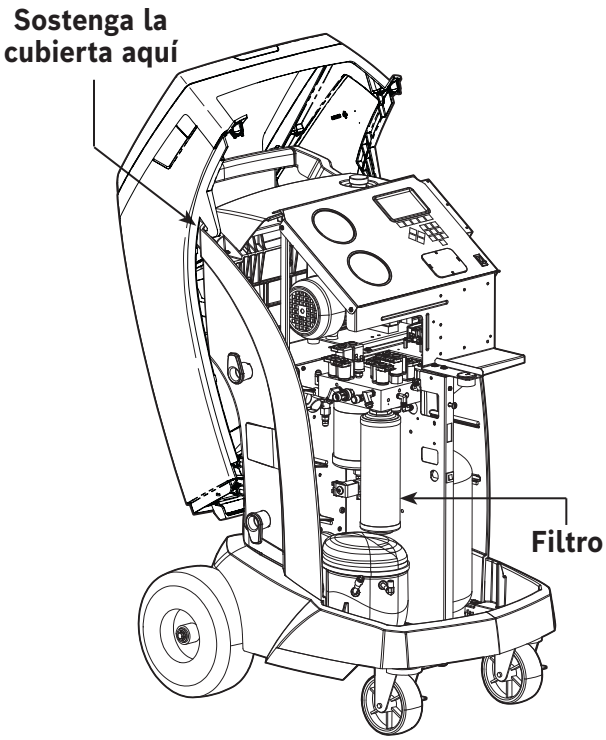

Figura 9
3. Sostenga la cubierta en la parte posterior de la máquina como se muestra en la Figura 9.
Instale el nuevo filtro enroscándolo hacia la derecha. Verifique que el filtro esté colocado correctamente, como se muestra en la Figura 9. Apriete el filtro a 20 Nm.